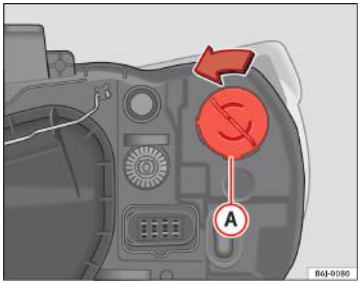

Fig. 144 Lampa simplă de semnalizare a schimbării direcției
– Rotiți soclul lămpii ⇒ fig. 144 Ⓐ în sens antiorar şi trageți-l în afară.